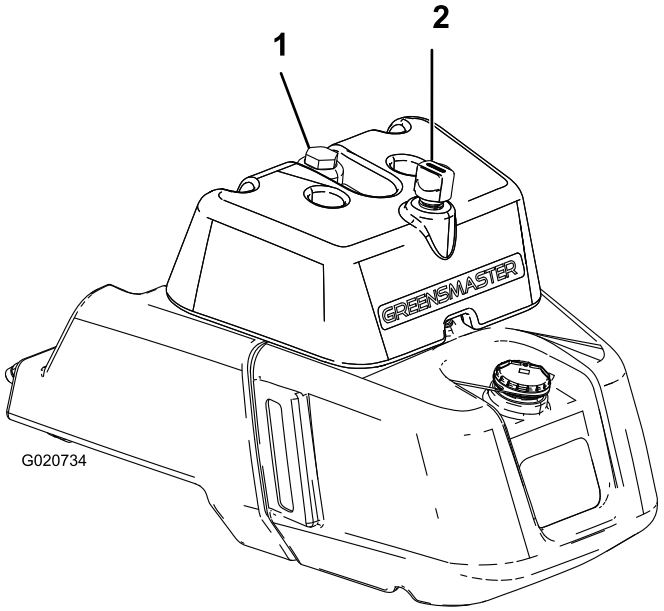

**Figur 23**
2. Skruva av hydraultanklocket (Figur 23).